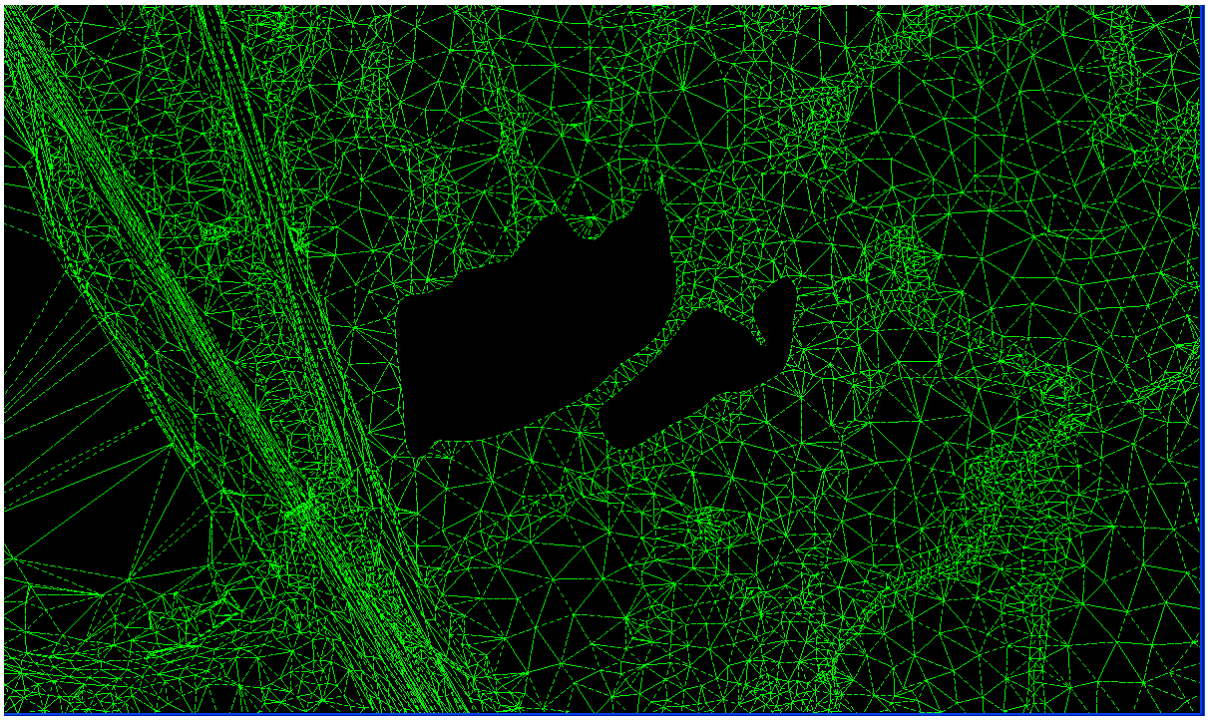

Figure L8-93 MicroStation View
- Ensure your view in MicroStation matches that shown in *Figure L8-93*.